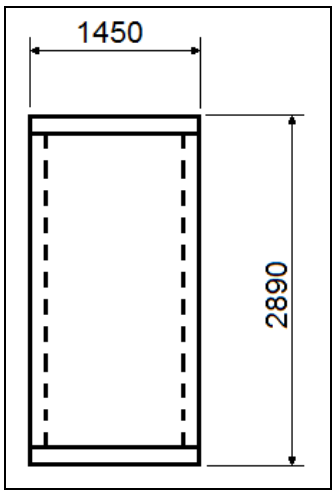

FIGUUR 2 (7)
5.1 FIGUUR 2 toon 'n ronde tenk, wat uit 'n 12 mm- warmgewalste staalplaat gemaak is. Die tenk is met 'n boonste deksel en 'n onderste basis geseël. Let op dat die gegewe afmetings buite-afmetings is.